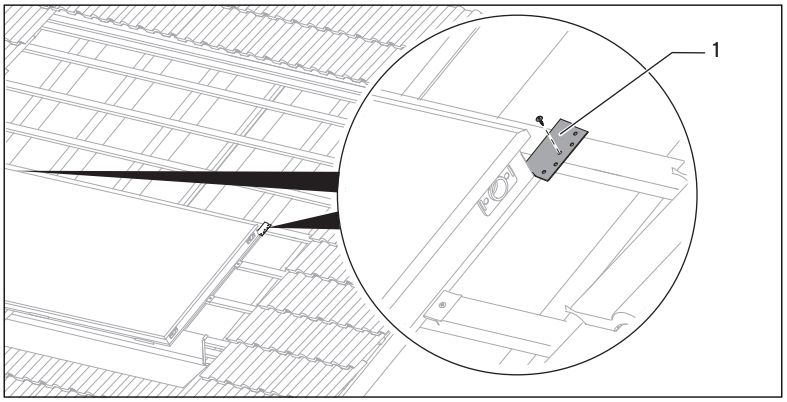

**Fig. 6.7 Vissage des entretoises**
- ➤ Fixez le capteur latéralement avec les 4 colliers et les vis n°3 fournis sur les voliges (voir **Fig. 6.7**).